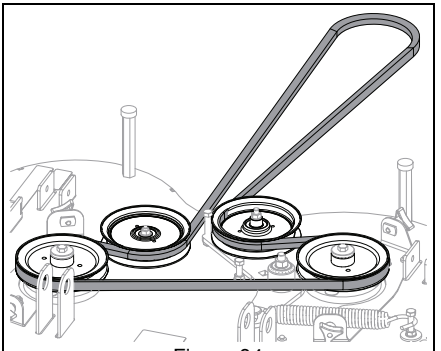

Figure 34
2. Reinstall idler spring hook around anchor bolt to apply tension to belt. See Figure 34.